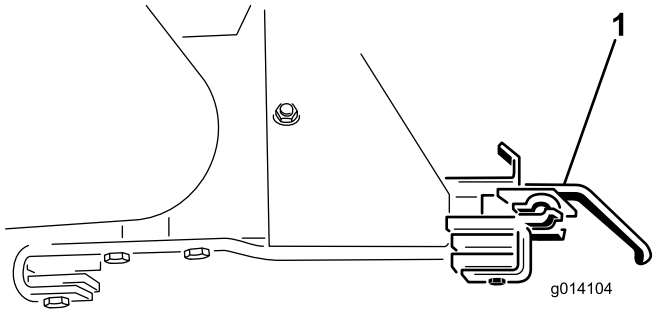

Figur 47
18. Avlägsna de två fästena för redskapskoppling (Figur 47)